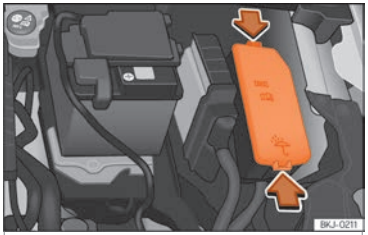

Fig. 49 No compartimento do motor: tampa da caixa de fusíveis.
- Pressione as patilhas de bloqueio para desbloquear a tampa da caixa de fusíveis ››› **Fig. 49**.